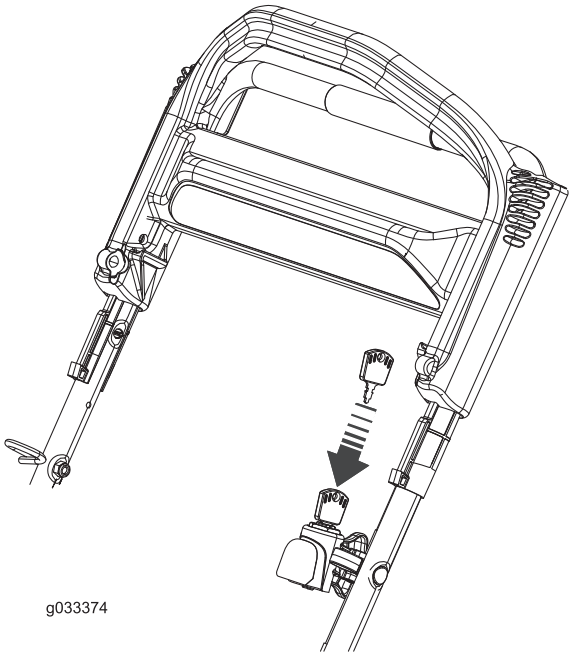
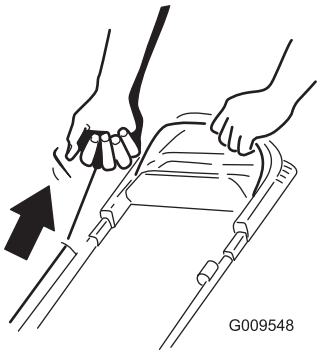

Bild 18
Bild 19
2. Stecken Sie den Zündschlüssel ein und drehen Sie ihn (nur Modell mit Elektrostart, siehe Bild 18) oder ziehen Sie am Rücklaufstartergriff (Bild 19).
Hinweis: Ziehen Sie leicht am Rücklaufstarterbügel, bis Sie einen Widerstand spüren. Ziehen Sie ihn dann kräftig durch (Bild 19). Lassen Sie das Seil langsam zum Bügel zurücklaufen.